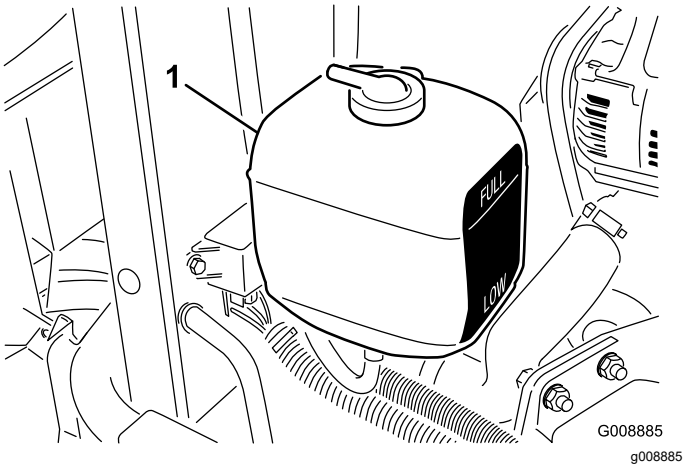

Figuur 61
2. Controleer het koelvloeistofpeil in de expansietank (Figuur 61). Als de motor koud is, behoort het koelvloeistofpeil ongeveer halverwege tussen de markeringen op de zijkant van de tank te staan.